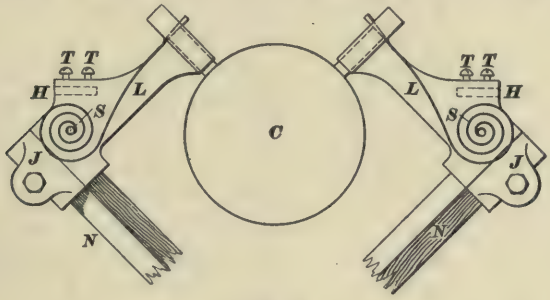

FIG. 15.
**12. The No. 3 Brush Holder.**—Fig. 15 is a rough sketch of the **No. 3 brush holder.** It is of the radial type, and has given such a long record of satisfaction that the Westinghouse Company have departed from it but very little in their design of brush holders for the more recent types of motors. It is as simple and at the same time as cheap as any such device can be made. In Fig. 15, *J* is the jaw or clamp that grips stick *N* made of wood and held by a yoke screwed to the